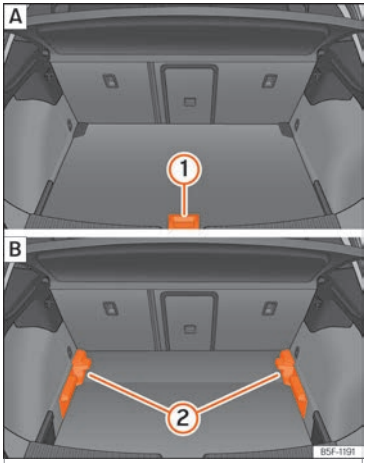

Fig. 129 Suelo variable del maletero: A posición alta; B posición baja.
- Para pasar de la posición baja a la alta, levante el piso por el asidero ››› **fig. 129** ①, tire de él hacia atrás hasta que la parte delantera del piso rebase totalmente los soportes ››› **fig. 129** ②.
- Haga desplazar sobre estos el piso hacia adelante hasta que haga tope en el respaldo de los asientos posteriores y, a continuación, baje el piso con el asidero ①.
- Para pasar de la posición alta a la baja, levante el piso por el asidero ››› **fig. 129** ①, tire de él hacia atrás hasta que la parte delantera del piso rebase totalmente los soportes ››› **fig. 129** ②.
- Deje caer la parte anterior contra el piso y empuje el piso hacia adelante hasta que haga tope en el respaldo de los asientos posteriores bajando al mismo tiempo el piso con el asidero ①.
- Con el suelo variable en posición alta, levántelo por el asidero ››› **fig. 129** ①, tire de él y empuje hacia el respaldo de los asientos posteriores hasta que se doble por la línea de bisagra y la parte móvil del piso repose sobre el mismo.